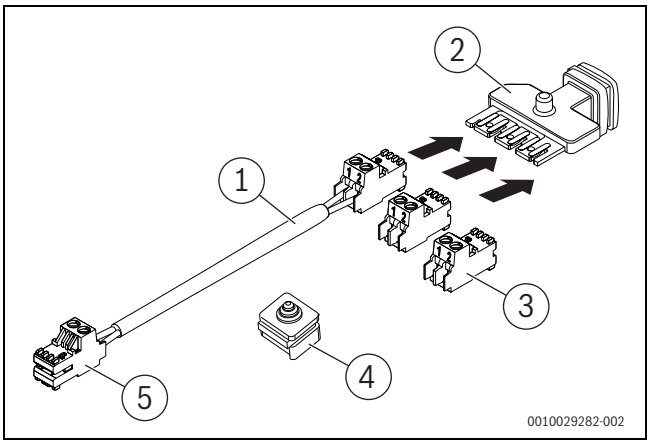

Rys. 116 Zakres dostawy osprzętu dodatkowego CS 37
- Kabel (→ rys. 116, [1]) podłączyć wtykami do listwy EMS-BUS (→ rys. 116, [2]).
- Oba wtyki (→ rys. 116, [3]) wpiąć w gniazda listwy EMS-BUS (→ rys. 116, [2]).
- Listwę EMS-BUS (→ rys. 116, [2]) wtykami w dół wsunąć w otwory na przepusty kablowe.
- Zamontować dostarczony przepust kablowy (→ rys. 116, [4]).